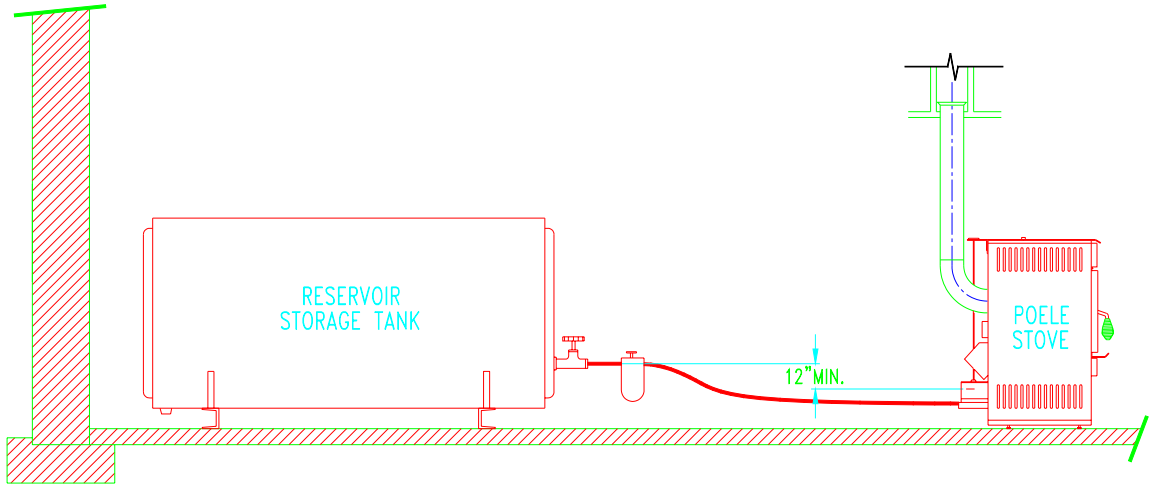

Figure 11 : RACCORDEMENT DU RÉSERVOIR D'HUILE AU POÊLE.
- L'appareil doit être correctement fixé au sol à l'aide de deux griffes de fixation à installer sur l'arrière du châssis (voir figure 11).